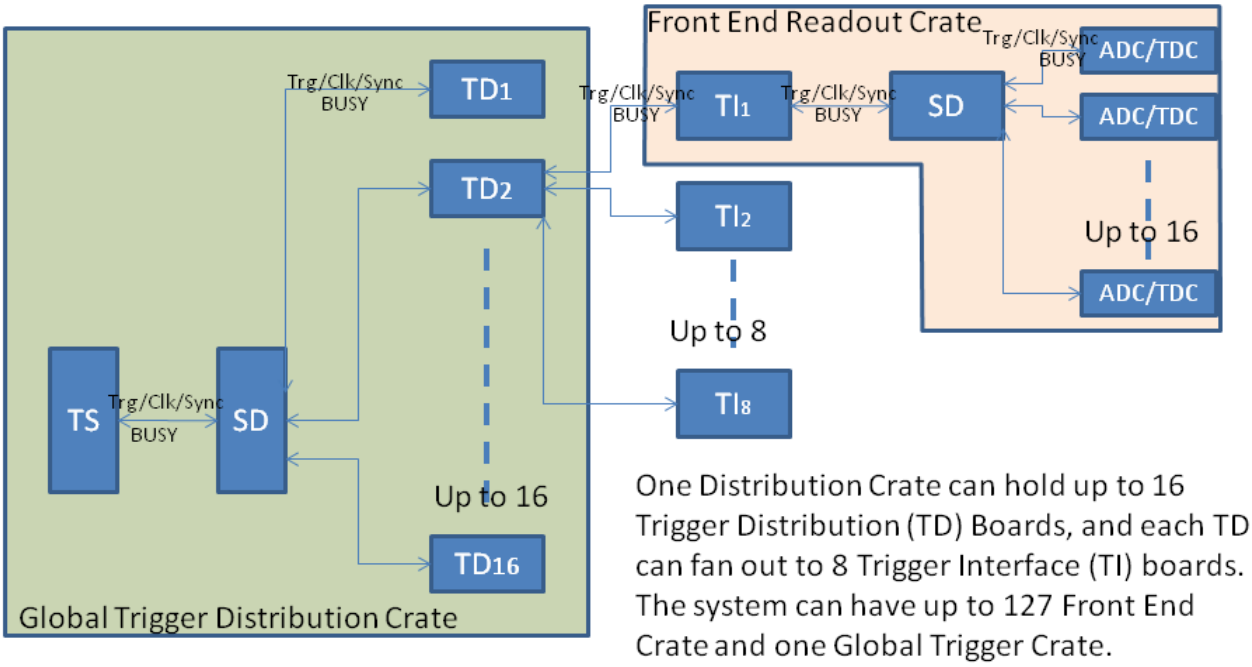

Figure 1 Trigger distribution scheme
The Trigger Supervisor (TS) version 4 module is being designed for the Jefferson Lab 12GeV upgrade, mainly for Hall-D [(Collaboration G. , 2009)] and Hall-B [(Collaboration C. , 2009)], with other experimental Halls [(experiments, 1990)] compatibility. This module is the interface between the trigger system and data acquisition system of the experiment. The TS acts as the central control point for data acquisition. It provides a synchronous clock source to the experiment, trigger signal for the data readout, and a sync signal to align the front end electronics. Together with the Trigger Interface and Distribution (TID) modules and Signal Distribution (SD) modules, the clock, trigger and sync signals are distributed to the front end electronics, and the BUSY signals from the front end electronics are monitored. Figure 1 shows the placement of the TS module and TID modules in the global trigger distribution scheme in experiment setup.